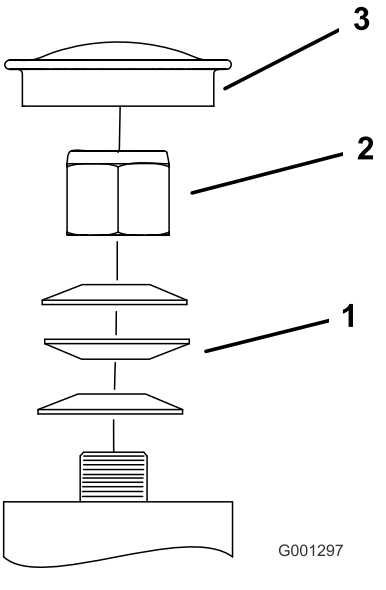

Figur 71
3. Ta av dammkåpan från hjulet och dra åt låsmuttern (Figur 71).
4. Dra åt låsmuttern tills fjäderbrickorna är plana och släpp sedan efter 1/4 varv för att få rätt förbelastning på lagren (Figur 71).
Viktigt: **Kontrollera att fjäderbrickorna har monterats korrekt enligt Figur 71.**
5. Montera dammkåpan (Figur 71).